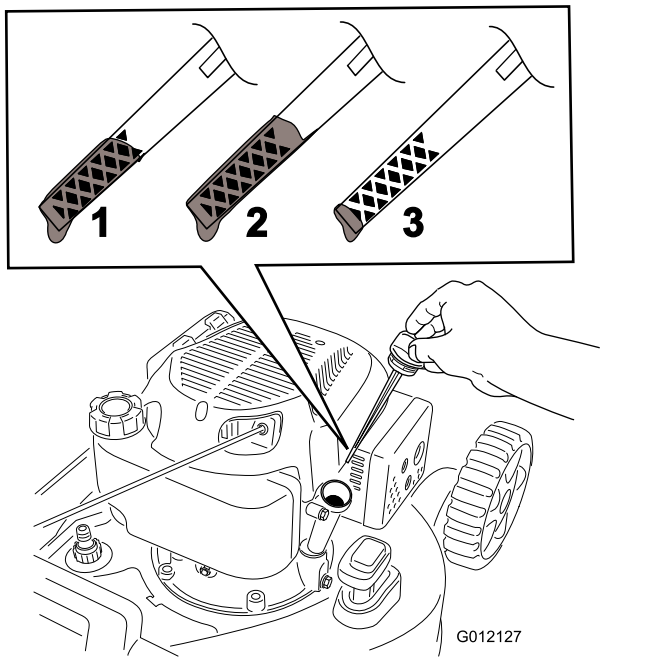

Rysunek 12
2. Wyjmij wskaźnik poziomu, obracając jego korek w lewo i wyciągając go (Rysunek 12).
5. Odczytaj poziom oleju na wskaźniku (Rysunek 12).
- Jeżeli poziom oleju na wskaźniku poziomu jest zbyt niski (Rysunek 12), ostrożnie dolej niewielką ilość oleju klasy SAE 30 lub SAE 10W-30 z detergentami przez szyjkę wlewu, odczekaj 3 minuty i powtarzaj czynności od 3 do 5 do czasu, gdy poziom oleju na wskaźniku będzie prawidłowy.
- Jeśli poziom oleju na wskaźniku poziomu jest zbyt wysoki (Rysunek 12), spuść jego nadmiar, aby uzyskać prawidłowy poziom na wskaźniku, patrz Wymiana oleju silnikowego (Strona 16).